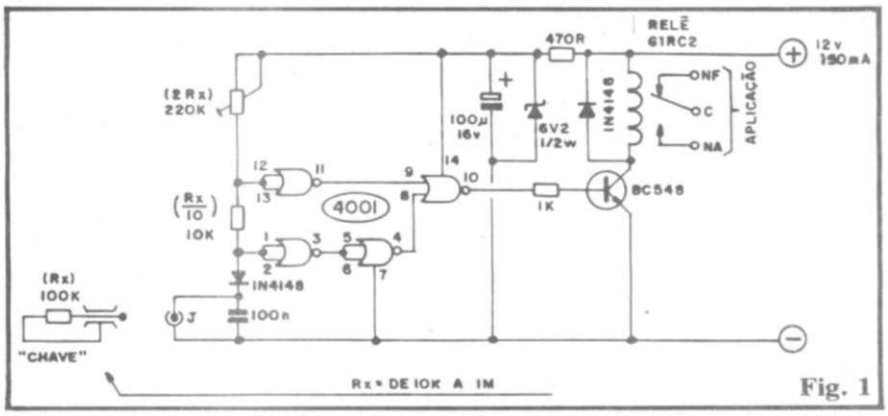

Fig. 1
Na fig. 1 está o esquema da CHASER, em sua totalidade (circuito de decodificação/acionamento e respectiva "chave" resistiva...). A tal "chave", como é fácil de ver (já explicado) nada mais é do que um resistor comum, para 1/4 watt, com o valor atribuído de 100K (RX). Notem que, na verdade, essa "chave" pode ter valores quaisquer, entre 10K e 1M, existindo, nas séries comerciais de resistores, uma "porrada" de valores, à escolha... Para efeito de descrição do circuito, contudo, fixamo-nos no valor de 100K para a dita "chave".